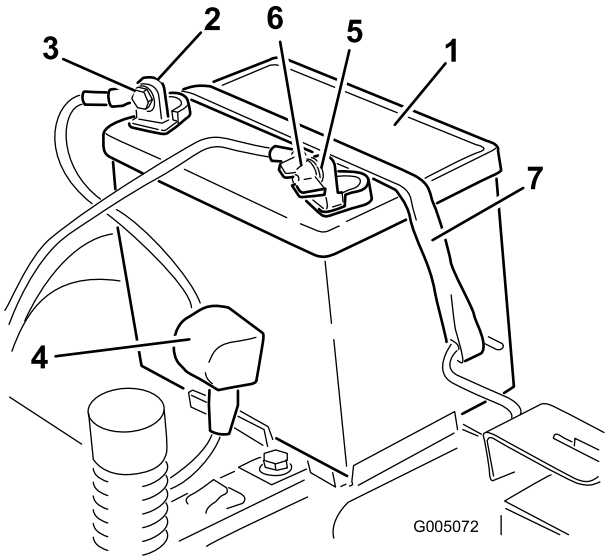

Figur 34
4. Lossa den jordade minuskabeln (svart) från batteripolen (Figur 34). Spara alla fästelement.
5. Dra upp gummihöljet på pluskabeln (röd). Lossa pluskabeln (röd) från batteripolen (Figur 34). Spara alla fästelement.
6. Ta bort batteriets låsfäste (Figur 34) och lyft ur batteriet ur batterilådan.
1. Sätt i batteriet i lådan med anslutningspolerna i körriktningen (Figur 34).
5. Fäst batteriet med låsfästet (Figur 34).